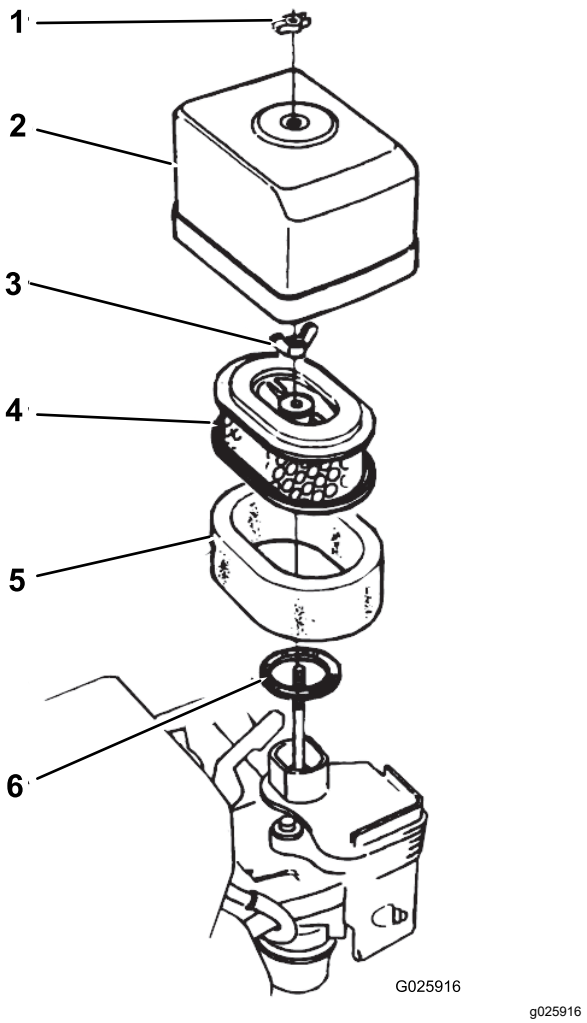

Рисунок 30
2. Удалите гайку-барашек, которая крепит крышку воздухоочистителя, и снимите крышку (Рисунок 30).
5. Установите крышку воздухоочистителя на воздухоочиститель с помощью гайки-барашка(Рисунок 30).
1. Удалите гайку-барашек, которая крепит крышку воздухоочистителя, и снимите крышку (Рисунок 30).
2. Удалите гайку-барашек, которая крепит воздушный фильтр, и снимите фильтр (Рисунок 30).
3. Снимите элемент воздушного фильтра из поролона с бумажного элемента (Рисунок 30).
1. Установите элемент воздушного фильтра из поролона на бумажный элемент (Рисунок 30).
2. Осмотрите прокладку на наличие износа и повреждений (Рисунок 30).
3. Убедитесь, что прокладка установлена на впускном отверстии карбюратора (Рисунок 30).
4. Установите элементы воздушного фильтра на карбюратор при помощи гайки-барашка(Рисунок 30).
5. Установите крышку воздухоочистителя на карбюратор при помощи гайки -барашка (Рисунок 30).